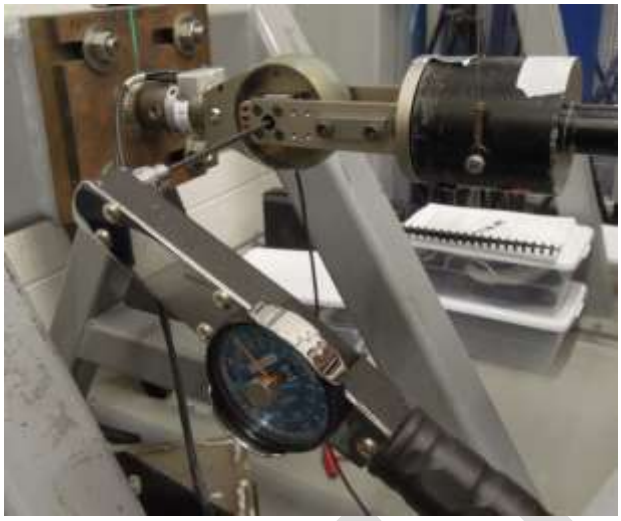

Figure 8-1. Knee joint bolt torque setting.
8.5.2 Orient the inboard/outboard knee slider assembly (474-5380) such that motion along the knee slider track is horizontal, parallel to the long axis of the femur load cell. Install the knee slider load distribution bracket (TH-474-4100) to the inboard and outboard slider assemblies in the orientation shown in Figure 8-1 using four M4 x 0.7 FHCS on each side and torque to 2.5 N-m (2.1 ft-lbf). Note that the knee slider distribution bracket is installed perpendicular to the orientation of the knee clevis in the fully-assembled, seated dummy.
8.5.3 Once the knee slider load distribution bracket is installed, set the torque on the modified M8 shoulder bolt to 5 N-m (3.7 ft-lbf) (Figure 8-1).